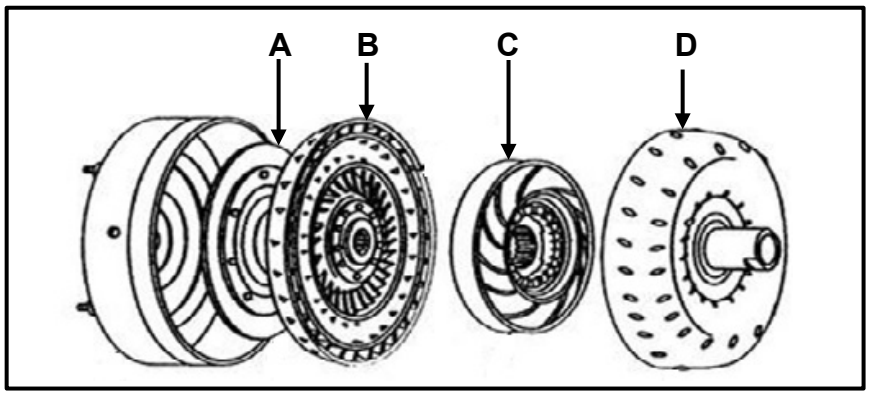

FIGUUR 9.1
9.1 FIGUUR 9.1 hieronder toon 'n uitskuifaansig van 'n koppelomsitter. Beantwoord die vrae wat volg.